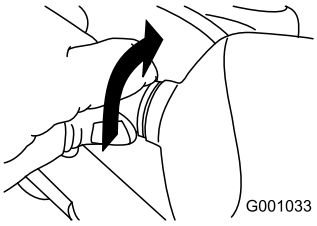

Рисунок 56
2. Поверните цоколь лампы против часовой стрелки до упора (Рисунок 56).